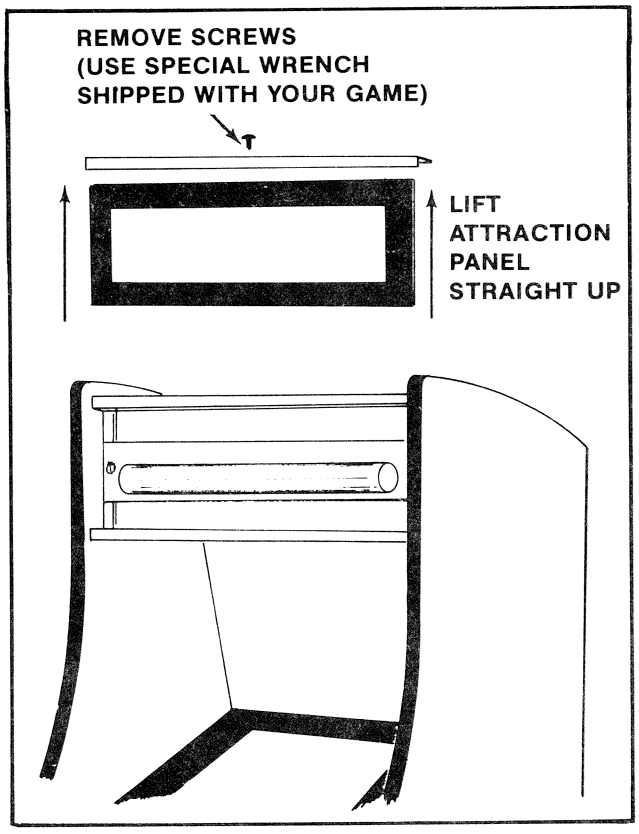

**Figure 20 Removing attraction panel — Upright game**
1. **UPRIGHT MODEL:** See Figure 20.
Remove the screws which secure the top bracket in place. (They are on its top side.) See Figure 20.
Remove the top bracket and slide up the attraction panel. This exposes the attraction panel fluorescent light tube and its mounting bracket assembly. See Figure 20.